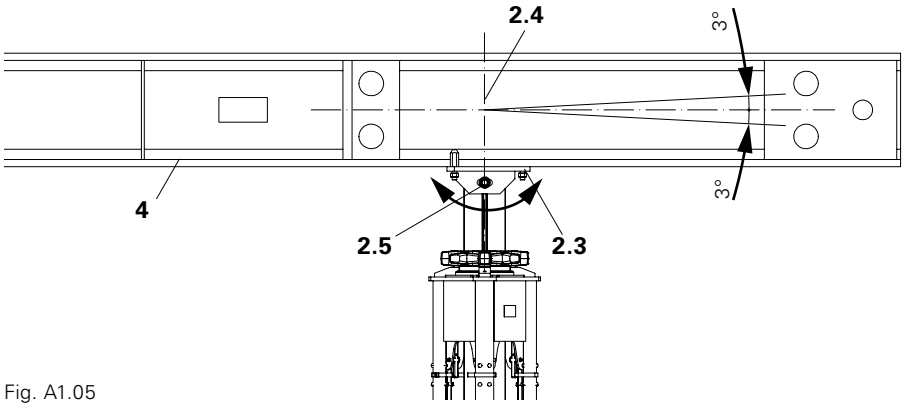

Fig. A1.05
– The articulated head plate (2.3) of the Head Spindle can be tilted on the bolt (2.5) ± 3°.(Fig. A1.05)